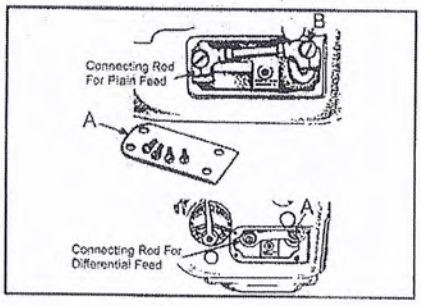

FIG.8
If more or less looper avoid motion is required.remove cylinder side cover(A,fig.8)located at the lower front left side.Use a screwdriver to loosen looper avoid link ball joint(B).Moving ball joint down in the lever slot increases the amount of looper avoid motion,moving it up acts the reverse.Retighten ball joint(B) securely.